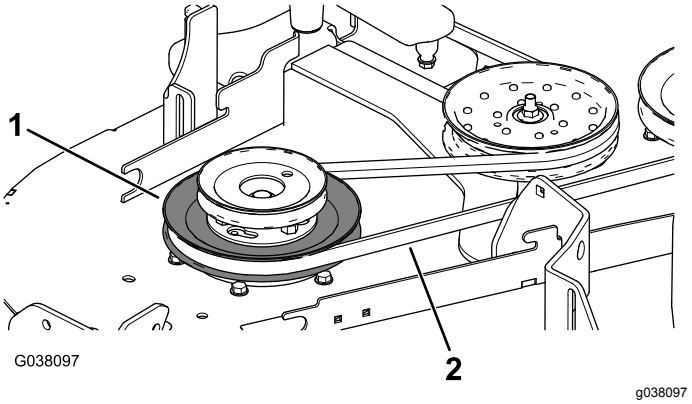

Rysunek 13
6. Załóż pasek na dolne koło pasowe podwójnego koła pasowego (Rysunek 13).